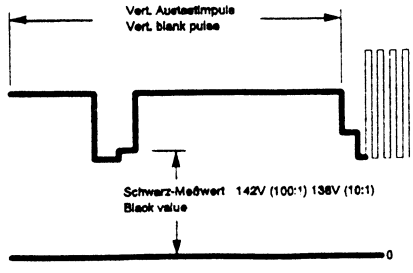

fig. 1
– Im **Grün-Drive (OSD 9), Rot-Drive (OSD 10)** und **Blau-Drive (OSD 11)** mit der Cursor-Taste „◄(►)" jeweils den OSD-Wert von **048** (Chassis 5864 42 57/67), **052** (Chassis 5864 42 27) **Rot, 040 Grün, 040 Blau** einstellen. **R 540 G2**-Einsteller auf Mittenstellung. Mit Oszilloscop (Tastkopf 100:1) den höchsten Schwarzwert an den **Bildröhrenkathoden (R, G, B)** ermitteln. Mit **R 540 G2**-Einsteller den Schwarzmeßwert (fig. 1) dieser Kathode auf **142 V ± 2 V** (gemessen gegen Masse!) einstellen, oder bei Tastkopf 10:1 = 138 V ± 2 V einst.
– Set an OSD value of **048** (Chassis 5864 42 57/67), **052** (Chassis 5864 42 27) **red, 040 green, 040 blue** in each of the following drives: in the **green drive (OSD 9), red drive (OSD 10)** and **blue drive (OSD 11),** using the Cursor button „◄(►)". **R 540 G2** adjuster to its centre setting. Use an oscilloscope (Probe 100:1) to determine the highest black value at the picture-tube cathodes (R, G, B). Use the **R 540 G2** adjuster to set this black value (fig. 1) to **142 V ± 2 V** (measured against ground), or probe 10:1 = 138 V ± 2 V.